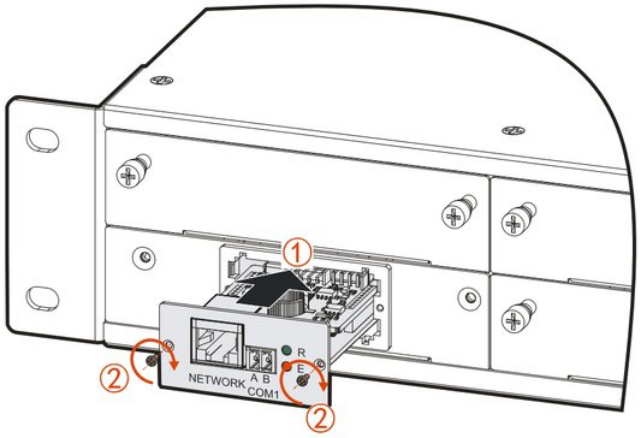

FIGURA 3-15 Installazione della scheda SNMP
2. Installare la scheda SNMP nella scatola di controllo del sistema, come mostrato nella Figura 3-15.